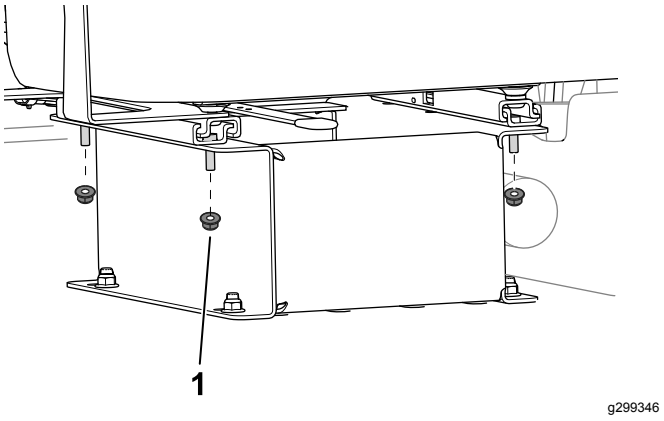

Рисунок 3
1. Используйте 4 гайки для крепления сиденья к его основанию (Рисунок 3).